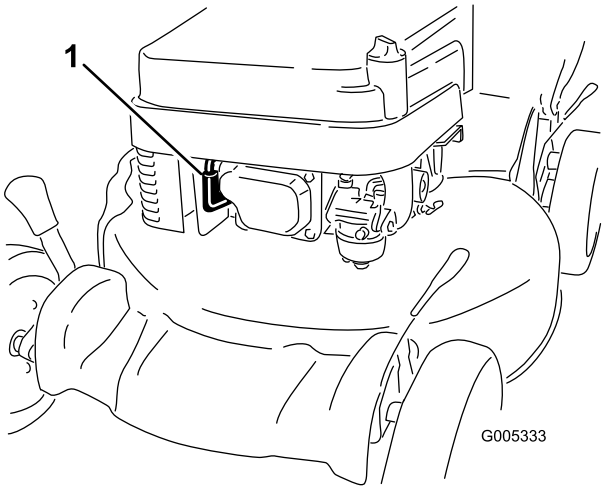

Figuur 11
1. Sluit de bougiekabel aan op de bougie (Figuur 11).